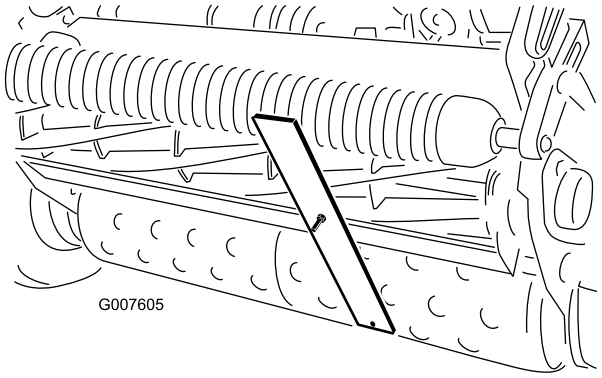

Figur 49
4. Hægt skruehovedet på bundknivens æg, og lad den bageste ende af stangen hvile på bagrullen (Figur 49).